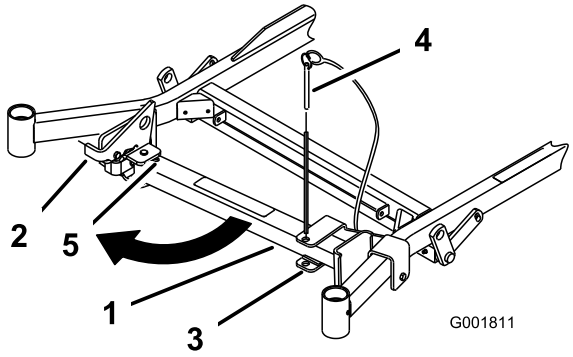
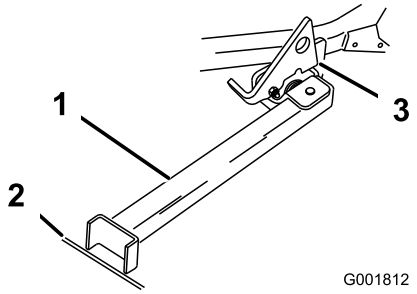

Figura 24
Figura 25
2. Retire el pasador del soporte (Figura 24).
3. Levante el enganche. Gire el pie del soporte hacia adelante, y deslice el soporte hacia la máquina, hasta que encaje en la parte de abajo de la ranura (Figura 24 y Figura 25).
4. Ponga el pie del soporte en el suelo con el enganche descansando sobre la pestaña de giro (Figura 25).
Nota: Para obtener los mejores resultados, coloque el pie del soporte en una ranura de la acera o en el césped (Figura 25).
6. Conduzca la máquina sobre el soporte. Pare cuando el enganche caiga por encima de la pestaña a la posición bloqueada (Figura 25). Una vez que esté sobre el soporte, ponga el freno de estacionamiento y apague el motor.
5. Ponga el soporte de nuevo en su posición de descanso (Figura 24).